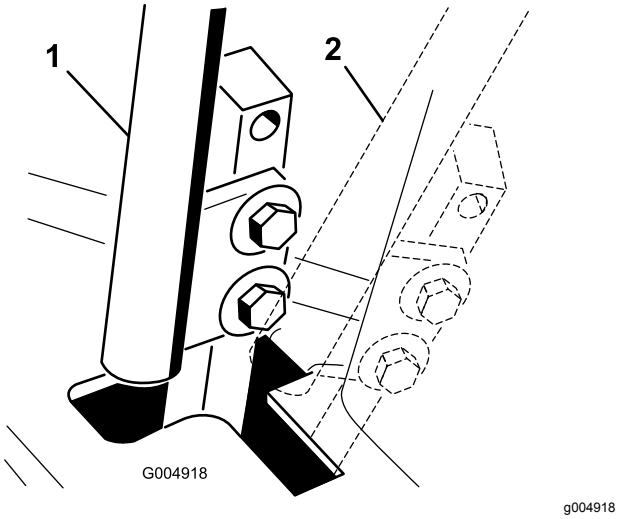

Rysunek 51
4. Ustaw dźwignię sterowania w położeniu NEUTRALNYM, ale jej **nie blokuj** (Rysunek 51).
6. Sprawdź, w którym miejscu znajduje się dźwignia względem wycięcia w konsoli (Rysunek 51).